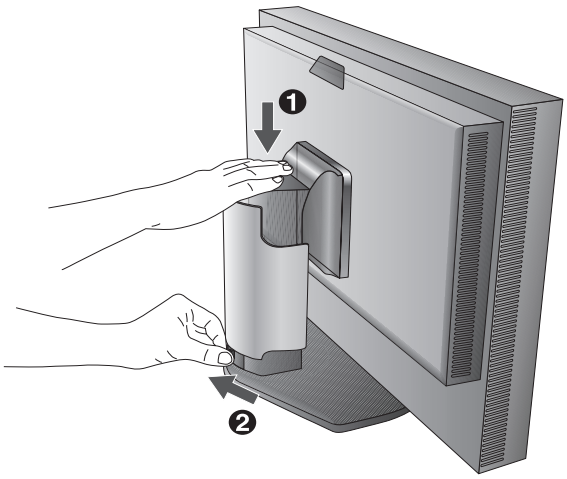

Figure B.1
3. Le bouton de verrouillage bloque le réglage de la hauteur. Placez votre main sur la partie supérieure du moniteur pour baisser complètement l'écran. Faites glisser le bouton de verrouillage pour débloquer le moniteur (**Figure B.1**).